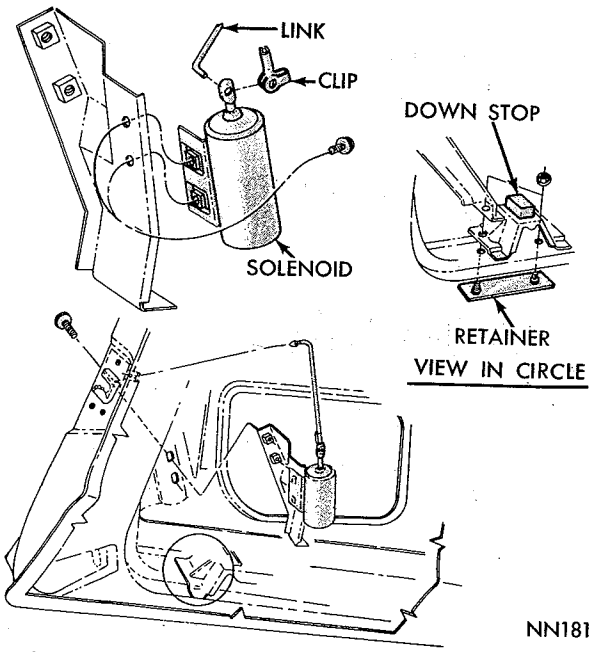

Fig. 55—Solenoid Attachment—Front Door
(1) Disconnect solenoid link at solenoid (Figs. 55 and 56).
(2) Remove solenoid lead wires.